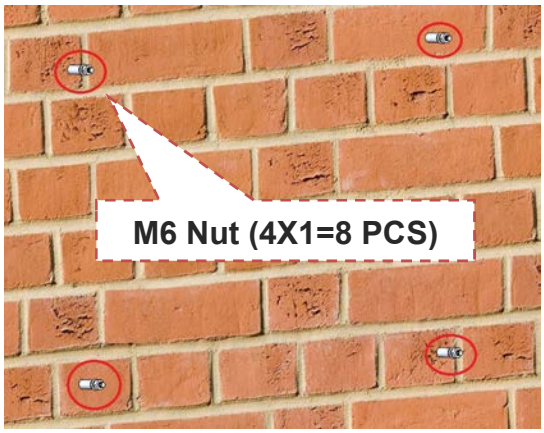

Figure 3.12
4. Drill 4 holes for the expansion bolts reference to the locating mark, put the expansion bolts into the hole and make sure it's tightly reference to Figure 3-12.